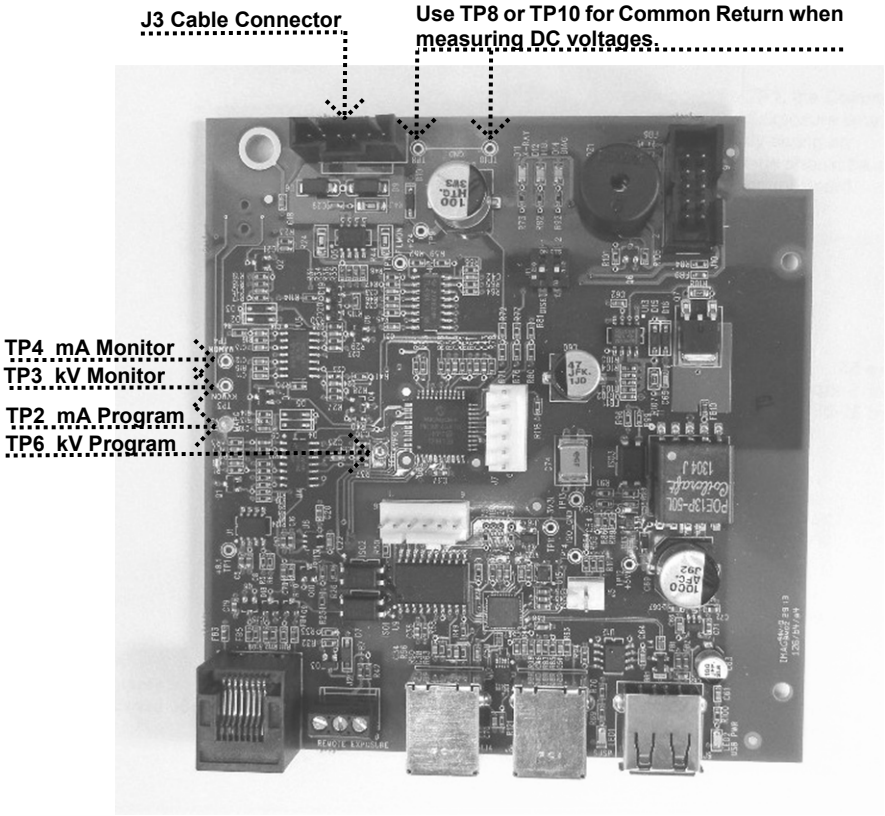

Figure 71
3. If the cabling is found acceptable, select 1.5 seconds of exposure time, and placing a DC voltmeter on TP8 or TP10, the Common Return on the Logic Board, measure the feedback values at TP4 mA Monitor and TP3 kV Monitor, as shown in *Figure 71*. Look for the following values:
2. To evaluate the feedback voltages that represent the measured kV within the system, compare the observed values in the table below. To properly observe these values, select 1.5 seconds of exposure time and measure the DC voltages during the exposure only. This measurement is made across TP8 or TP10, the common return and TP3, the kV Monitor, as shown in *Figure 71*.
1. On the Logic Board, place a voltmeter on TP8 or TP10, the Common Return and TP2, mA Program, as shown in *Figure 71*. Compare measurements to the following chart (volts DC).
2. To evaluate the feedback voltages which represent the measured mA within the system, refer to the table below; select 1.5 seconds of exposure time and measure the DC voltages during the exposure only. This measurement is made across TP8 or TP10, the Common Return, and TP4, the mA Monitor, as shown in *Figure 71*.